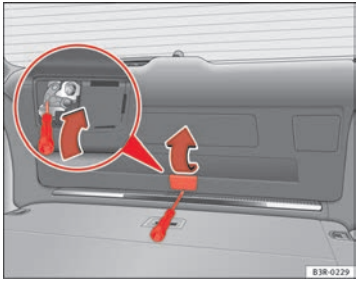

Fig. 76 Detail of the tail-gate: emergency unlocking mechanism
– Lift the cover ⇒ fig. 76 -arrow-.
– Insert the screwdriver into the opening ⇒ fig. 76 -arrow- and push it in the direction of the arrow in order to release the tailgate. ■